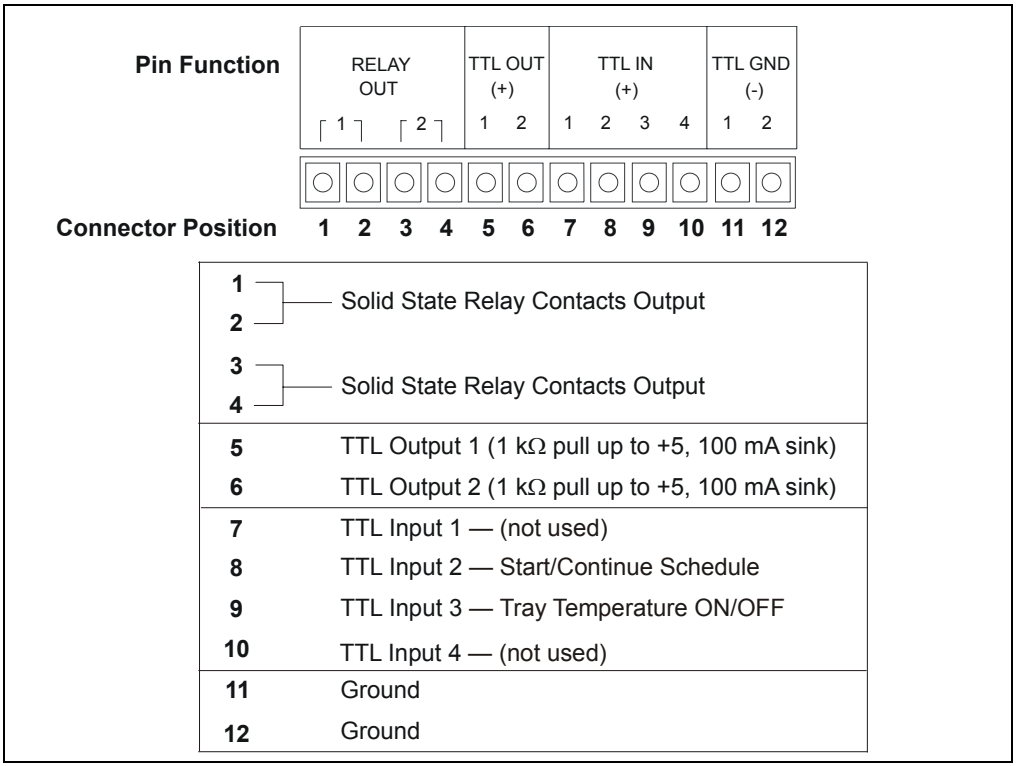

Figure E-1. TTL and Relay Connector on Rear Panel
A 12-pin connector strip for TTL/relay control is located on the AS rear panel. The connector provides two relay outputs, two TTL outputs, and four TTL inputs (see Figure E-1).
a. For each relay or TTL to be used, connect an active wire (red) and a ground wire (black) to the 12-position connector plug at the appropriate pin locations. Refer to Figure E-1 or the label on the AS rear panel for the connector pin assignments.